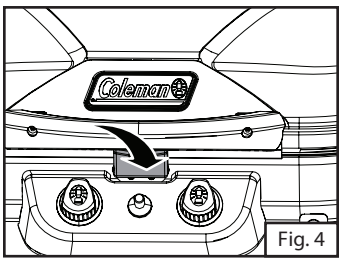

Fig. 4
3. Pull outward to release the lid latch, and open the lid. (Fig. 4 and Fig. 5)